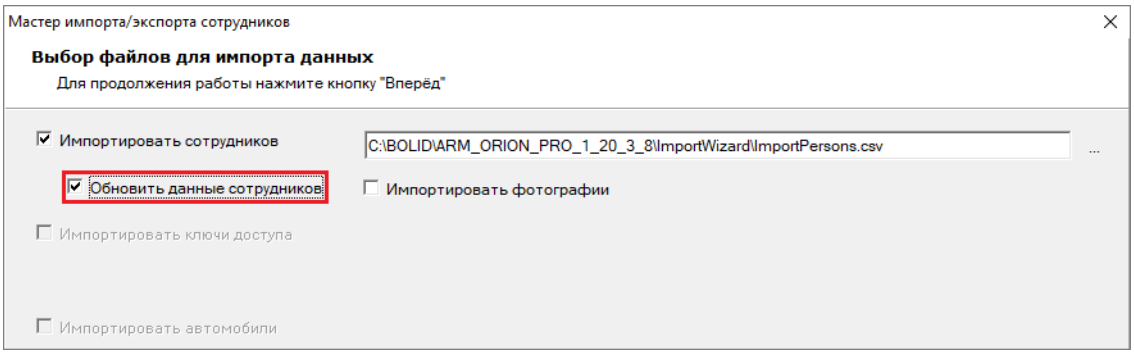

Рисунок 15-12 Выбор обновления данных персонала
- ***Обновить данные сотрудников*** – установите флаг напротив этого параметра (см. Рисунок 15-12), чтобы осуществить импорт данных персонала в режиме обновления существующих записей. В режиме обновления данных персонала импорт идентификаторов и автомобилей недоступен;